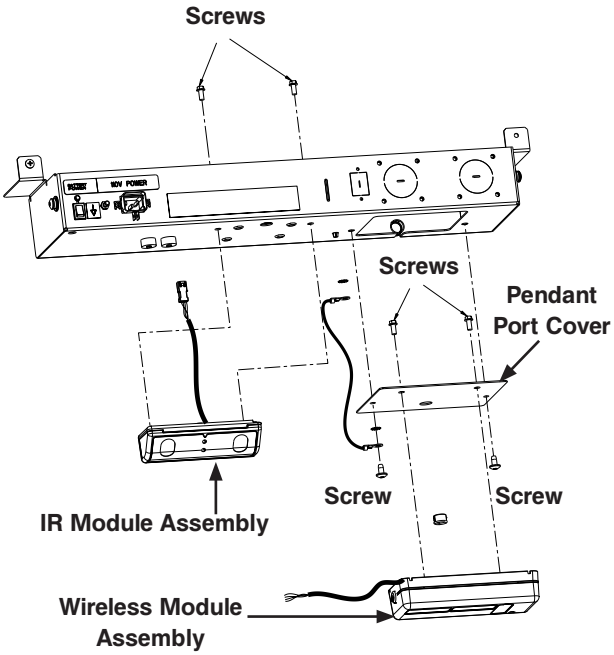

Figure 3
9. Using a 1/4” ratchet and a 5/16” socket, remove the two screws securing the wireless module to the pendant port cover shown in Figure 3.